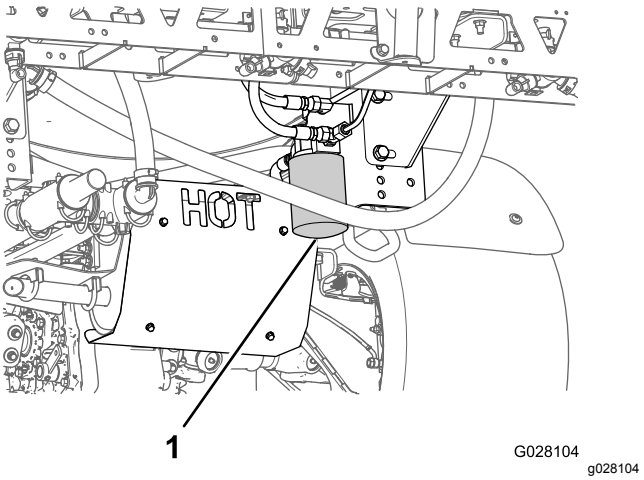

Figur 55
4. Ta bort filtret (Figur 55).